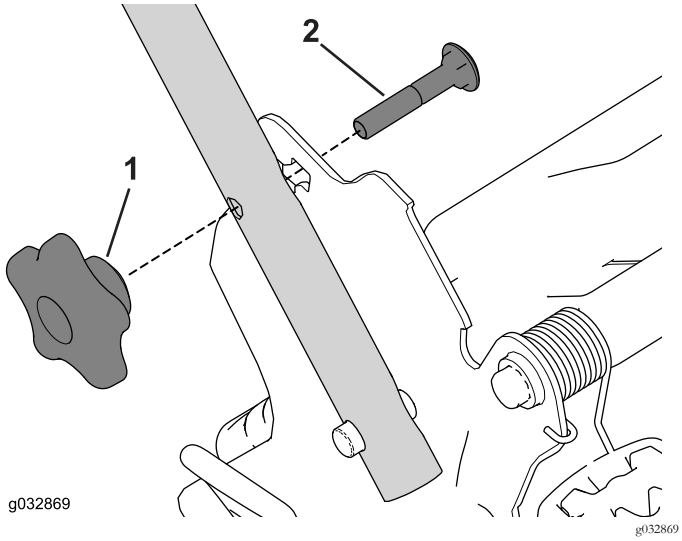

Figure 6
4. Insérez le boulon de carrosserie (la tête du boulon vers l'intérieur) dans le trou carré inférieur ou supérieur du support de guidon et dans le trou supérieur à l'extrémité du guidon (Figure 6).